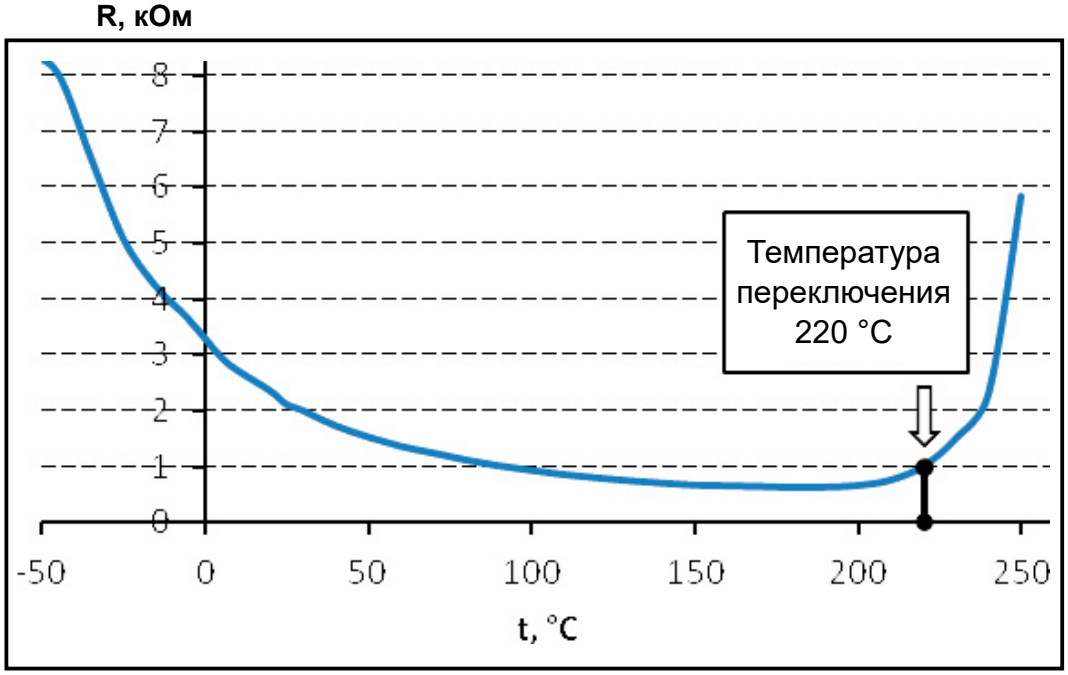

*Рисунок 2 – Зависимость сопротивления (R) от температуры (t) для одного из типов позисторов*
- Саморегулирование потребляемой мощности. Данное свойство достигается за счет нелинейной зависимости сопротивления позисторов от температуры (рисунок 2), при этом дополнительные регулирующие и защитные устройства автоматики не требуются. Саморегулирование обеспечивает, в частности, следующие свойства регистров: